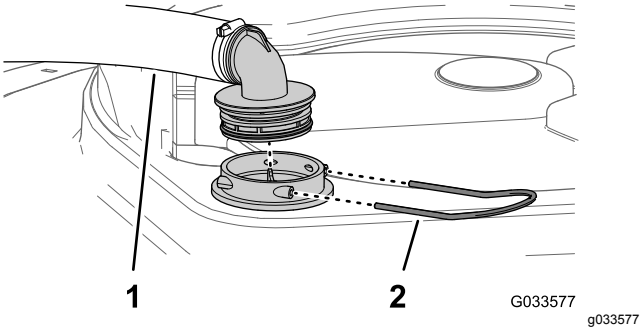

**Figur 95**
2. Fjern holderen som fester slangekoblingen som er festet til den store slangen fra filterhuset øverst på tanken (Figur 95).
3. Fjern slangen og slangekoblingen fra filterhuset (Figur 95).